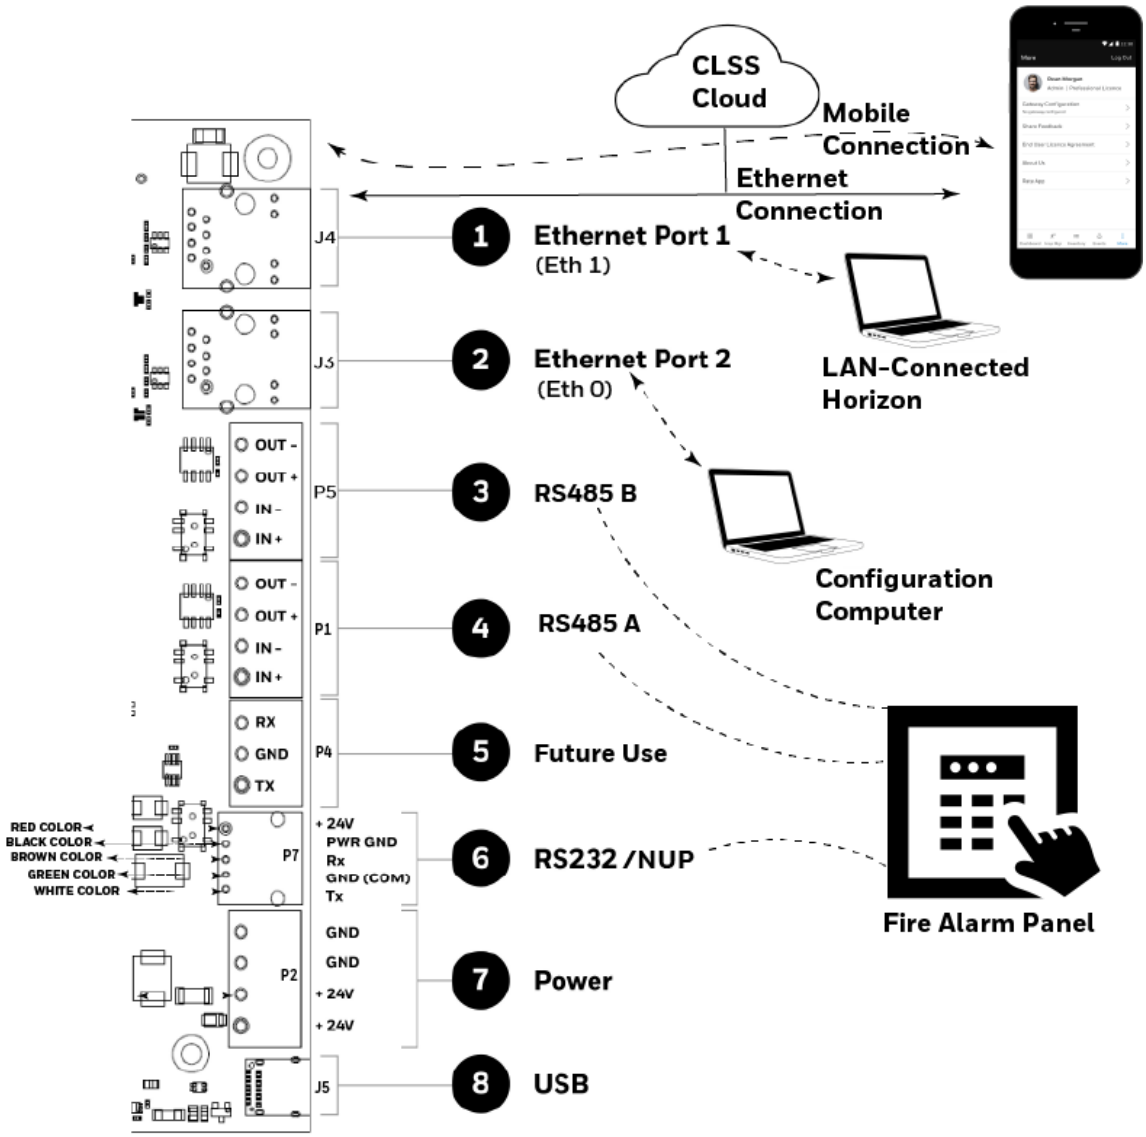

Figure E.2: Connections to the LAN-Connected Horizon
1. Connect an Ethernet cable to the first Ethernet port (Eth1) of the gateway. The Ethernet port is labeled as 1 in Figure E.2.
The port is labeled as 2 in Figure E.2.